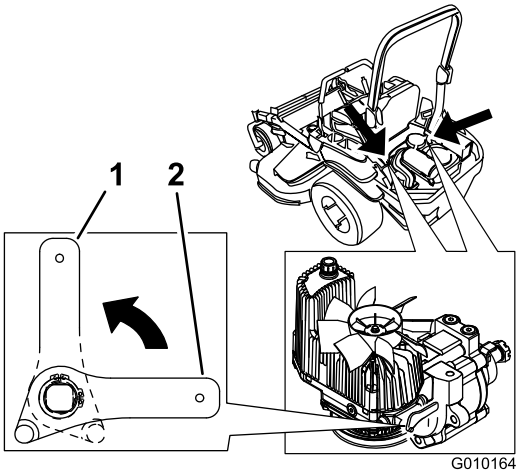

**Figuur 37**
2. Draai de vrijgavehendels verticaal om de machine te duwen. Hierdoor kan de hydraulische vloeistof worden omgeleid zodat de wielen kunnen draaien (Figuur 37).
4. Draai de vrijgavehendels horizontaal om de machine te gebruiken (Figuur 37).